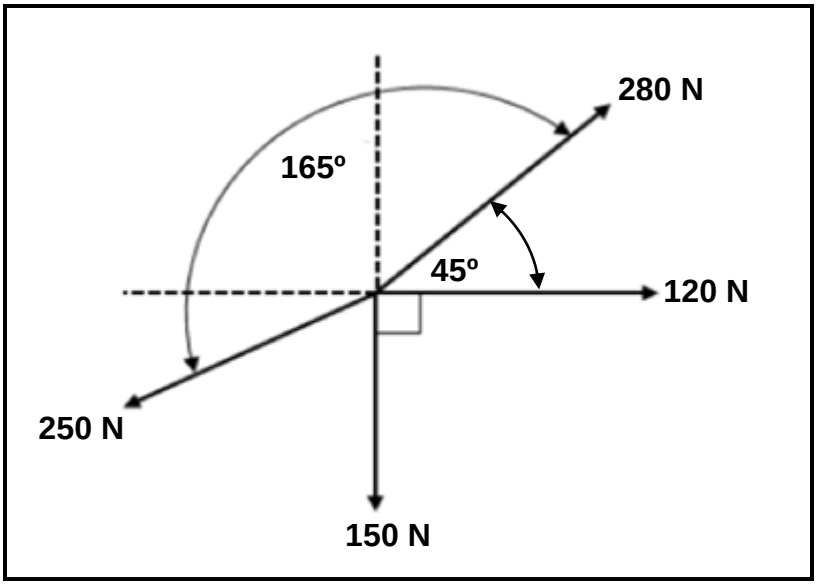

FIGUUR 8.1
8.1 FIGUUR 8.1 toon 'n stelsel van kragte met vier kragte wat op dieselfde punt inwerk.